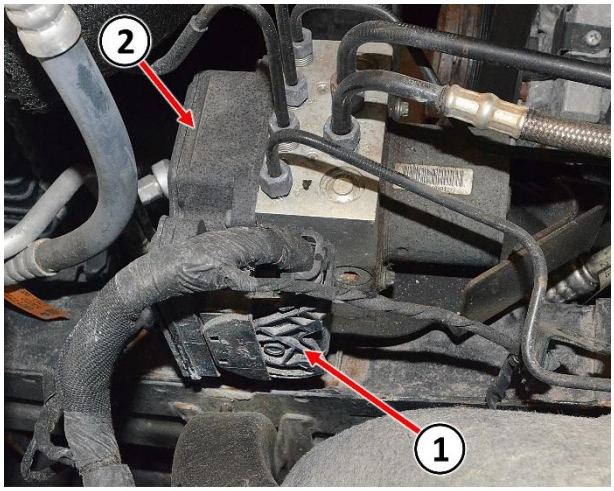

Figure 10 – Wire Harness Connector
15. Disconnect the wire harness connector (1) from the ABS module (2) (Figure 10).
19. Connect the wire harness connector (1) to the ABS module (2) (Figure 10).
15. Connect the wire harness connector (1) to the ABS module (2) (Figure 10).